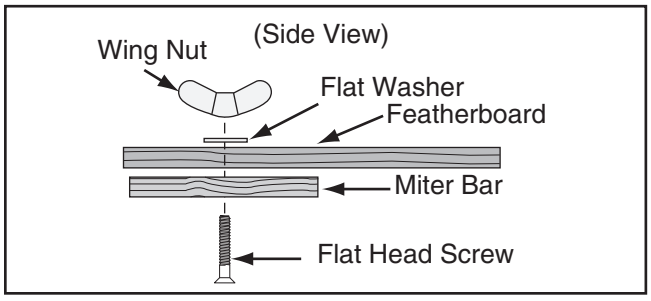

Figure 57. Assembling miter slot featherboard components.
8. Assemble miter bar and featherboard with a ¼"-20 x 2" flat head screw, flat washer, and a wing nut or a star knob (see **Figure 57**). Congratulations! Your featherboard is complete.